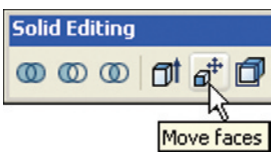

Fig. 18.8 The **Move faces** tool icon
2. *Click* on the **Move faces** tool in the **Solid Editing** toolbar (Fig. 18.8). The command line shows: